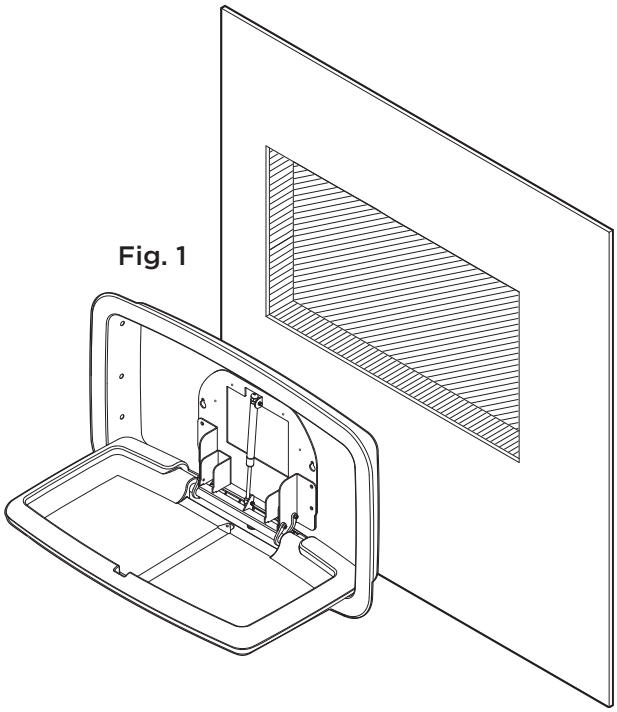

Fig. 1
- Prepare la abertura preliminar en la pared según la ficha de datos técnicos. Asegúrese de que la parte superior del montante inferior esté a 26 9/16″ (675 mm) para garantizar la altura de montaje correcta. **Fig. 1** Para obtener más información, visite **www.koalabear.com**.